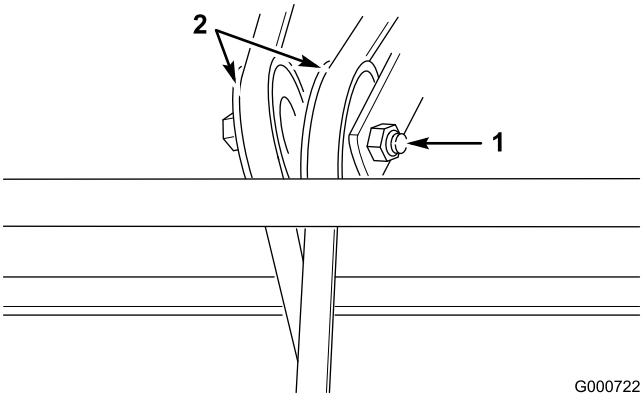

Figuur 32
2. Draai de moer los en verschuif de poelie totdat de riem de juiste spanning heeft (Figuur 32).
4. Snij de oude riem door en verwijder deze (Figuur 32).
5. Draai de stelmoeren op de spanpoelies van de riem los (Figuur 32).